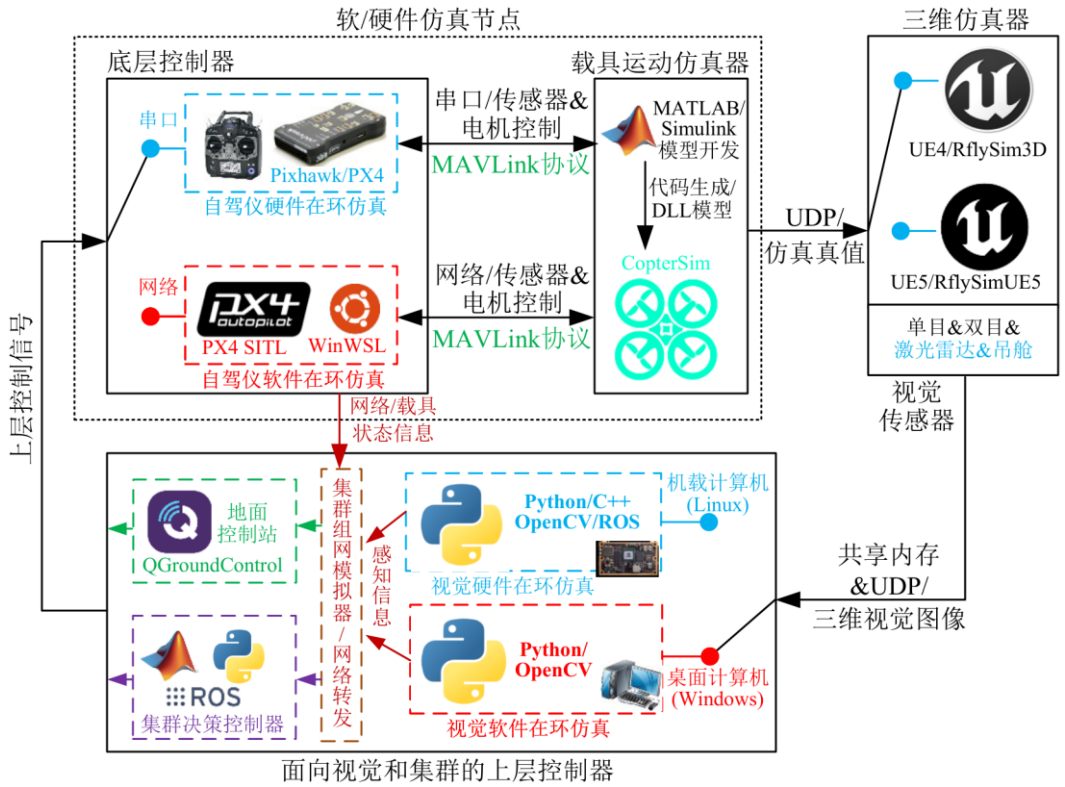

图2.9 RflySim工具链整体框架
- **题设：**本章默认单机SITL；按图2.9说明四个工具的职责。